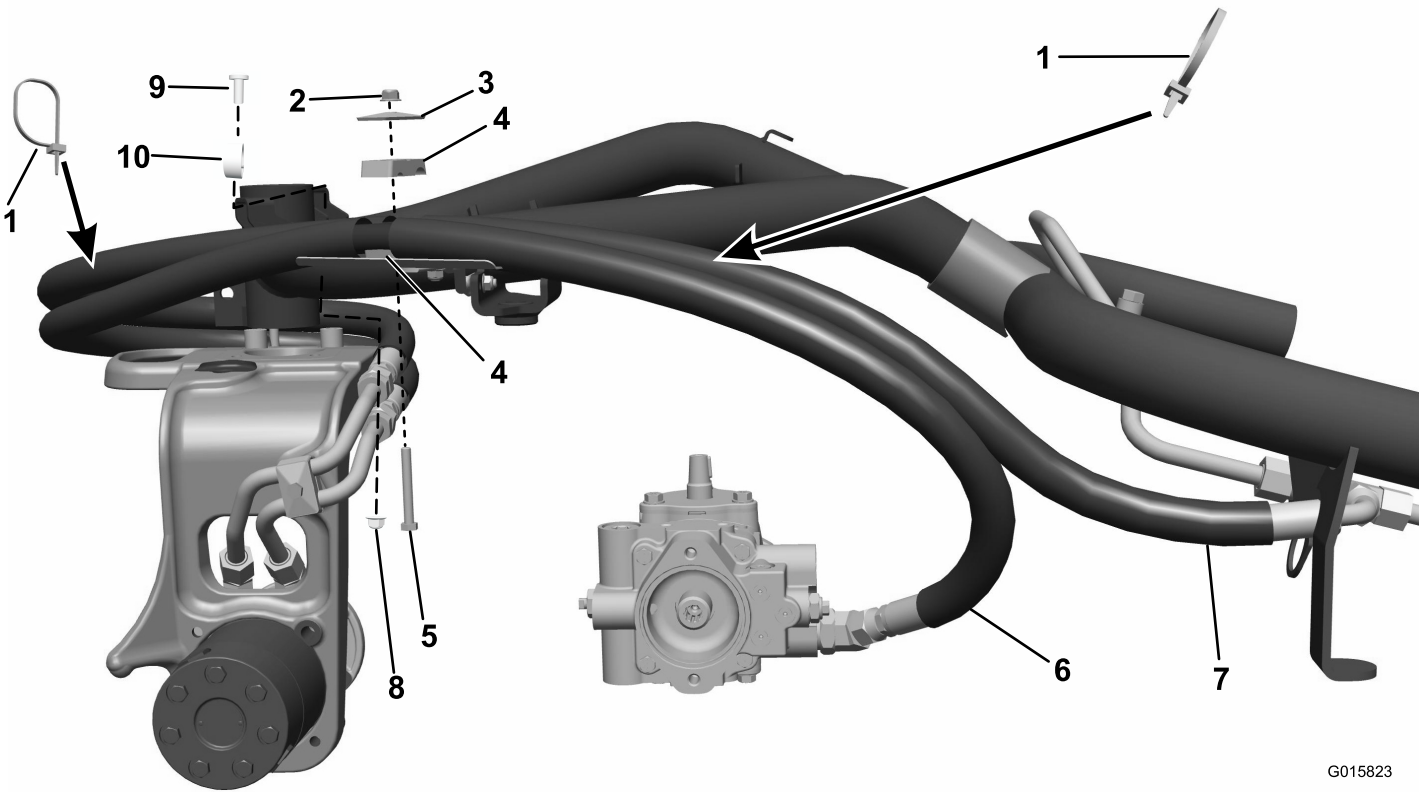
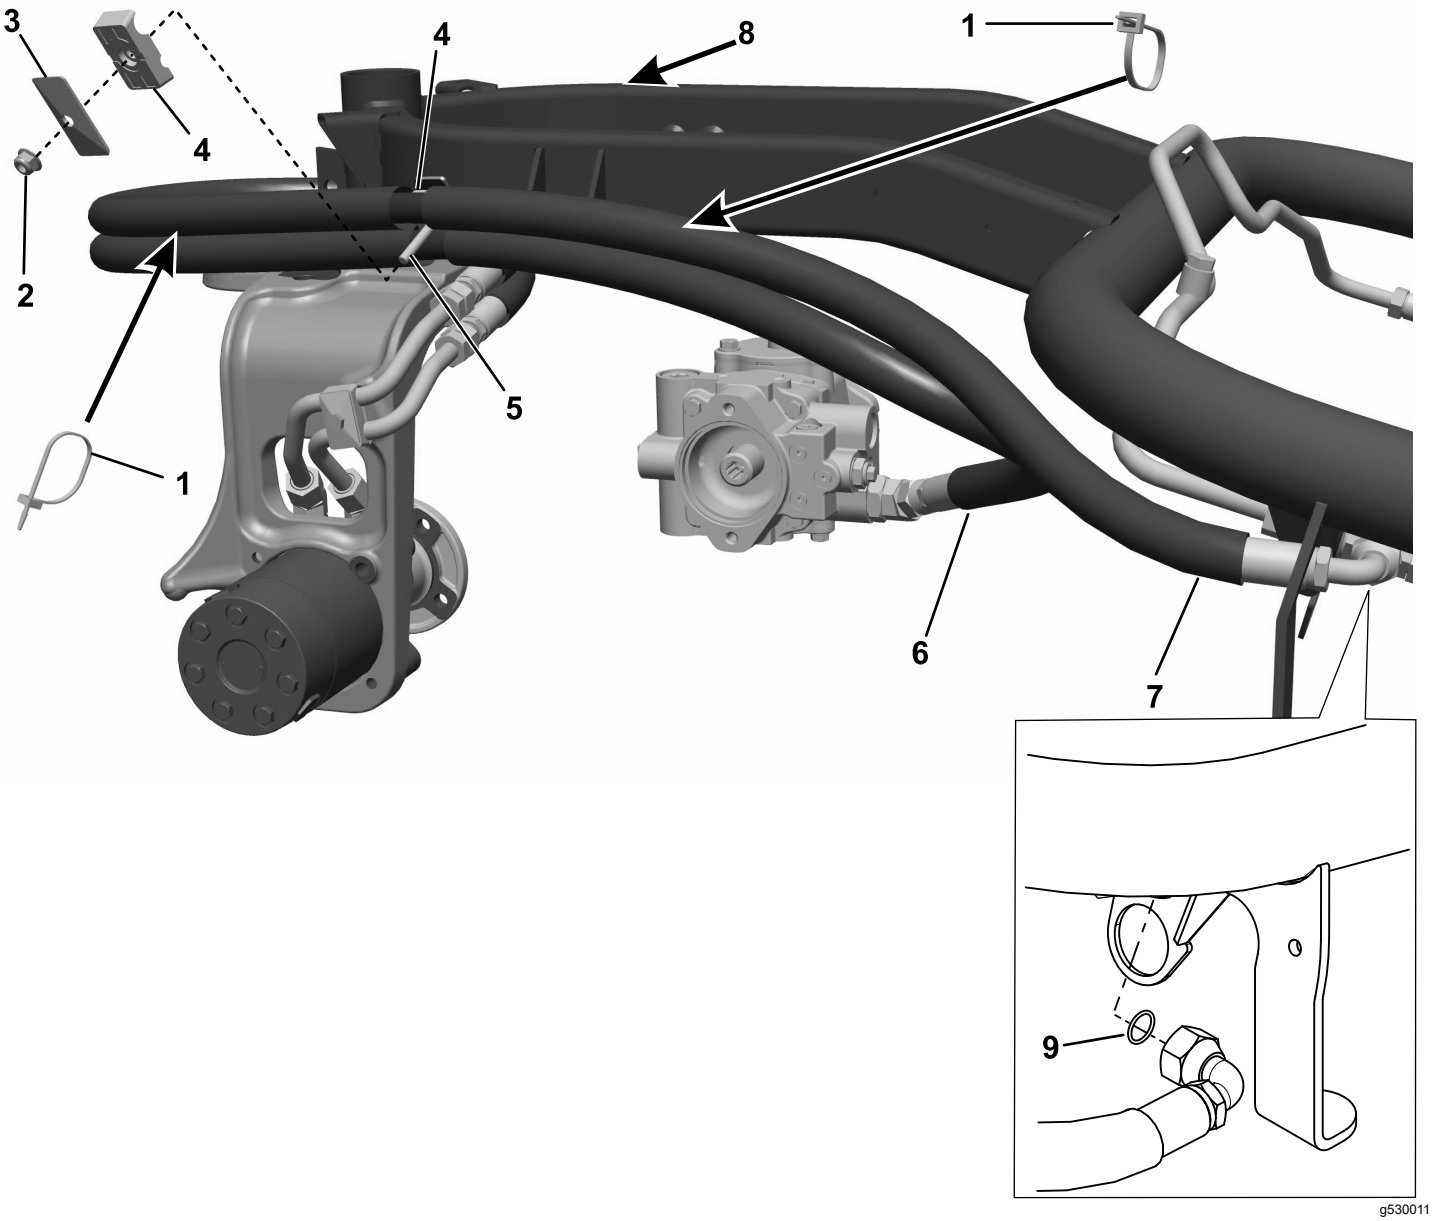

Figur 10
Figur 11
3. Monter slangen med rette koblinger i begge ender gjennom føreren på styregaffelen og fest den til den nedre ståldningen. Fest den motsatte enden til den nedre nippelen på hydraulikkpumpen (Figur 10 eller Figur 11).
4. Monter den gjenværende slangen gjennom slangeholderen og fest til den øvre ståldningen. Fest den motsatte enden og O-ringen til det øvre T-stykket for fremre hjulmotor (Figur 10 eller Figur 11).
5. Monter begge slangeenhetene i rørklemmen ved slangedekselsplitten og fest til braketten. (Figur 10; eller Figur 11).
9. Tilfør vaierfester på slangeenhetene som vist (Figur 10 eller Figur 11). Fest alle slangeender, koblinger og klemmer.